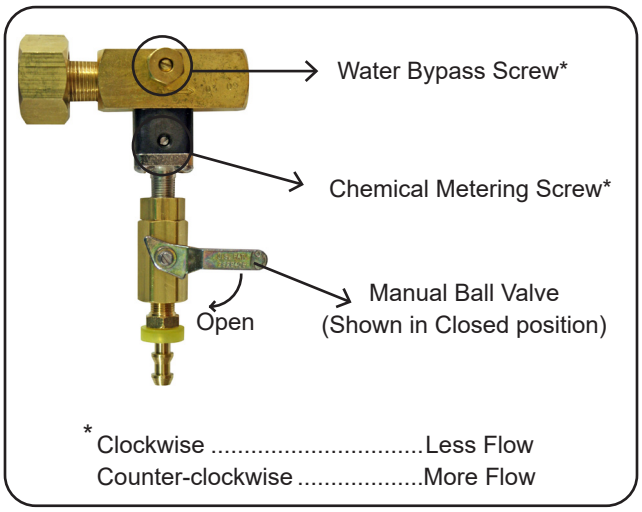

figure 4
3. With trigger gun open turn manual ball valve to open position. Turn water bypass screw on injector clockwise until pump starts to chatter. Turn screw out counterclockwise until pump smooths out. At this point soap should appear at discharge of nozzle. Use chemical metering screw to adjust amount of soap. You may have to consult chemical container for further dilution information. **(Fig. 4)**